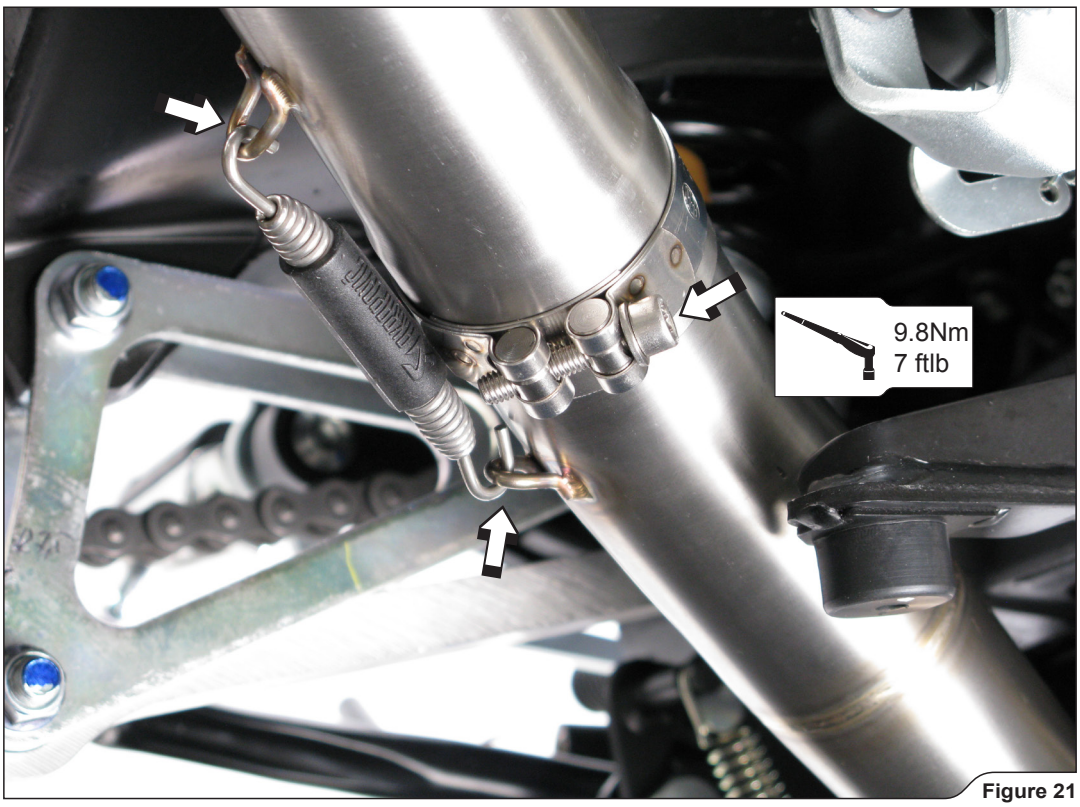

Figure 21
13. **For Akrapovič Racing only:** position the muffler corretly and slide it onto the outlet side of Akrapovič link pipe. Attach the spring, align the muffler in respect to the motorcycle and tighten the metal clamp to a specified torque **(Figure 21).**